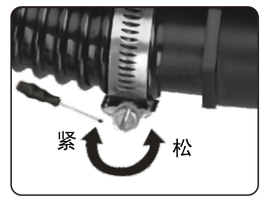

图7
6、首次使用时，参考图6和图7，组装手把和排污管，配套的排污管连接到泵体的出水口上，并用锁紧圈锁紧固定。把排污管固定于手把的固定扣勾上。将污泥吸取器的电源插头连接到配套的遥控电源插座上，再将遥控电源插座的插头连接到供电的电源插座上。